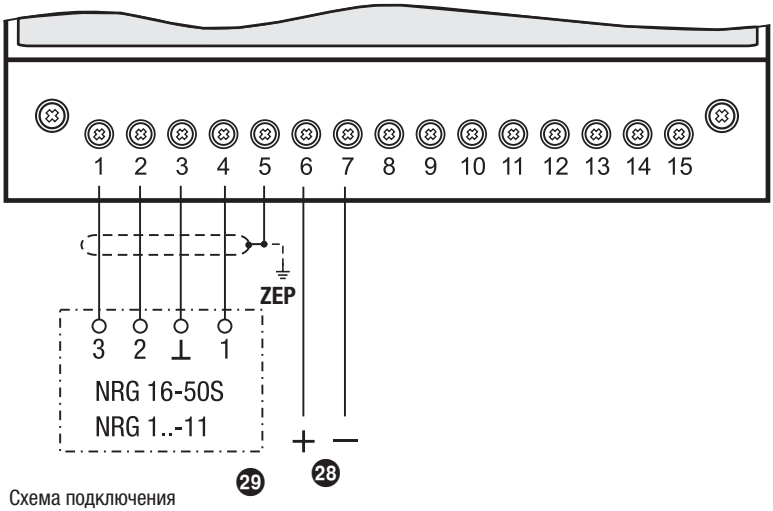

Рис. 8 Схема подключения устройства с ОДНИМ электродом
Выполните подключения к клеммной панели согласно схемам подключений. **Рис. 8, 9**
6. Пропустить кабель через резьбовую кабельную муфту ㉗ и верхнюю часть штекера ㉒ и подсоединить клеммы соединительной платы ㉓ согласно схеме подключения. **Рис. 8**
9. Установить крышку ㉑ и вставить винт ⑳.
10. Установить верхнюю часть штекера на электрод уровня и привинтить винтом ⑳.